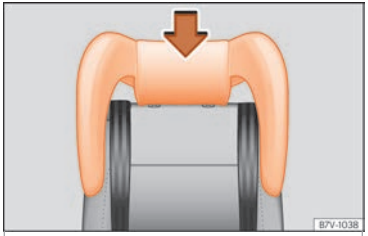

Fig. 96 Embedded child seat: attach the headrest.
- Enter the child seat head support in the corresponding backrest until it fits correctly into place ››› Fig. 96.